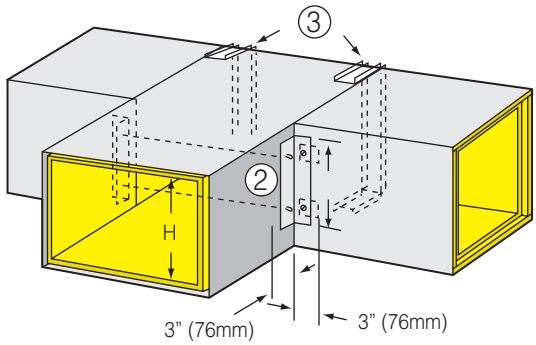

Fig. 5-19B. Tee reinforcement with throat angles and heel channels.
If H is greater than the maximum unreinforced duct dimension, install 3" x 3" (76mm x 76mm) 24 gauge angle, length L from table below, with tie rods spaced per Table 5-1. See ②, Fig. 5-19B.
Install 3" (76mm) channels on heel at female shiplaps and where required to maintain reinforcement spacing per Table 5-4. See ③, Fig. 5-19B and detail Ⓐ, page 5-13.